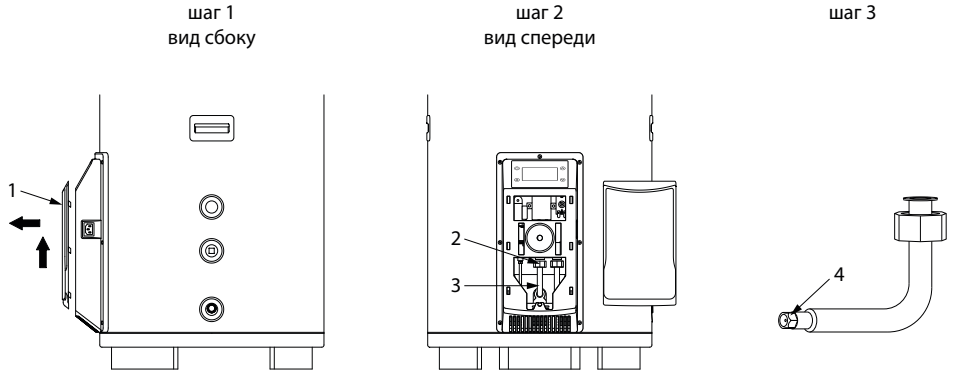

рис. 6
- Снимите сервисную крышку (поз.1, рис.6) панели управления. Для этого сначала приподнимите её вверх, а после вытяните на себя.
- Ослабьте накидную гайку (поз.2, рис.6) трубки подачи газа на основную горелку гаечным ключом и извлеките трубку (поз.3, рис.6) из устройства.
- Замените форсунку (поз.4, рис.6), расположенную на другом конце трубки, на форсунку из комплекта поставки (диаметр отверстия форсунки для природного газа 2,8 сотых долей миллиметра, для сжиженного газа 1,7 сотых долей миллиметра). Убедитесь, что уплотнительная шайба форсунки плотно прижата к газовой трубке.